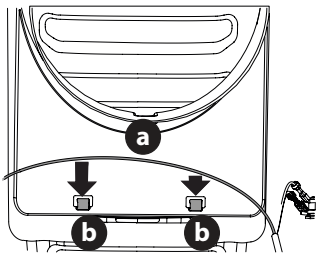

Fig. 12
4. Asegure el arnés de faros delanteros (a) en las dos guías (b) del frente del pleno (Fig. 12).